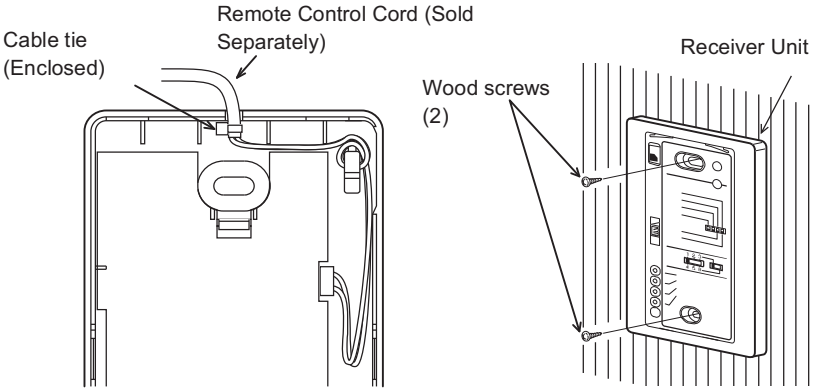

Fig. 8-28
(5) Shape the remote control cord at the top of the PCB so it fits inside the receiver and after configuring the wiring like it is in Fig. 8-28, attach the lower case. When doing this, arrange the head of the cable tie so it face sideways.
(6) Remove the face plate and use the wood screws (2) to install the receiver unit.
(7) Use the cord clip that comes enclosed with the remote control cord to fasten it to the wall.
(8) Attach the face plate.